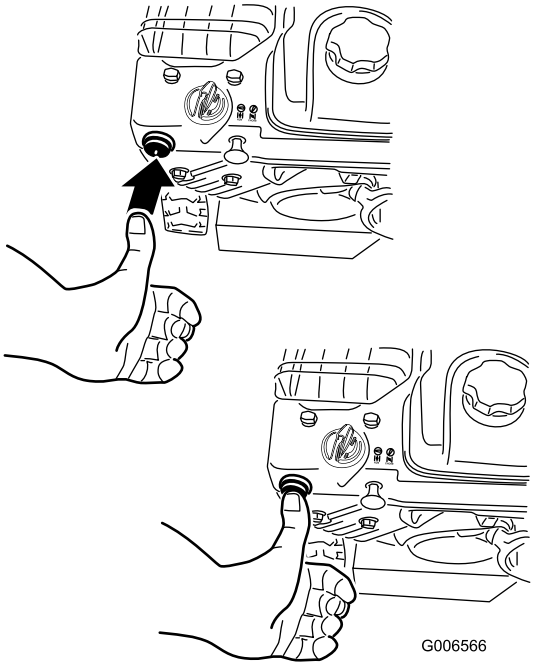

Figur 26
4. Trykk inn primeren med tommelen to ganger (-9 °C eller over) eller fire ganger (under -9 °C), og hold primeren inne i ett sekund før du slipper den, hver gang du trykker den inn (Figur 26).